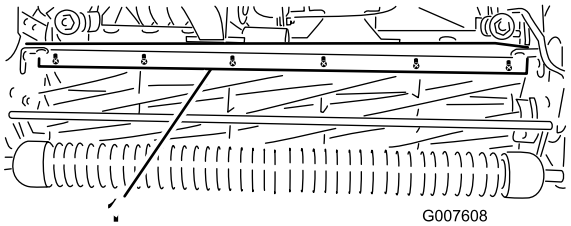

**Figur 56**
1. Lossa de skruvar som håller fast den övre stången (Figur 56) på klippenheten.